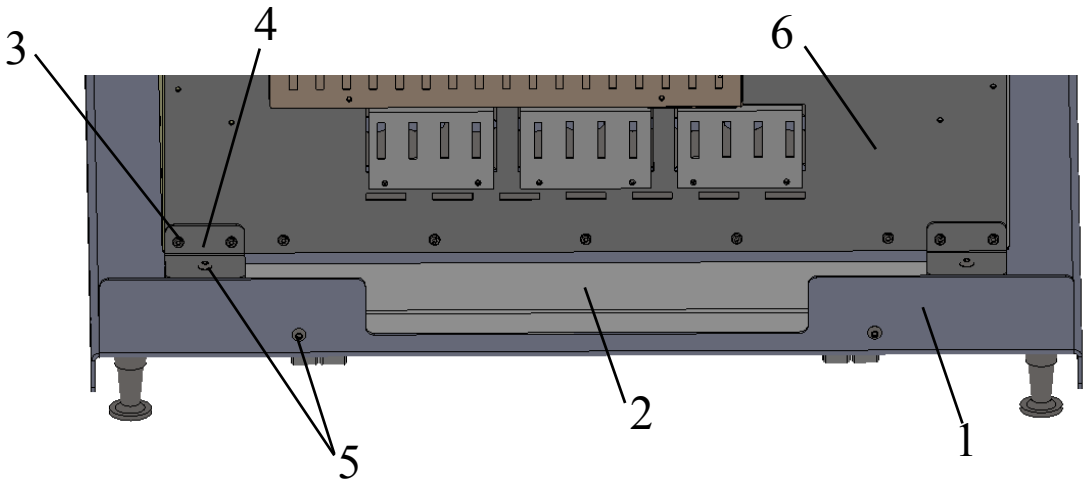

图 2-10. 将设备固定在带配重的支撑架上
- 用两颗 M6x20 螺钉（5/ 图 2-10）将附加配重（2/ 图 2-10）拧到支撑架（1/ 图 2-10）上。
- 卸下下部装置（6/ 图 2-10）后侧的四颗螺钉（3/ 图 2-10）。
- 用两颗 M6x20 螺钉（5/ 图 2-10）将连接片（4/ 图 2-10）拧到附加配重（2/ 图 2-10）上。
- 将连接片（4/ 图 2-10）与之前卸下的螺钉（3/ 图 2-10）一起拧到下部装置的后侧（6/ 图 2-10）。